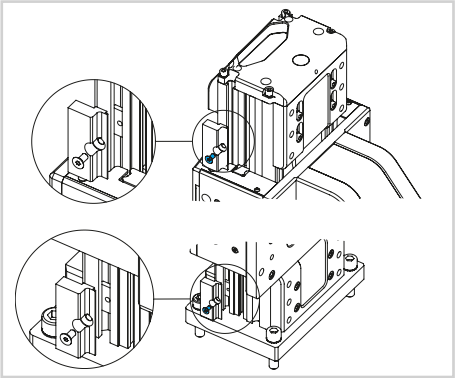

Fig. 27
3) Fixez la lame de détection en place (Fig. 27).